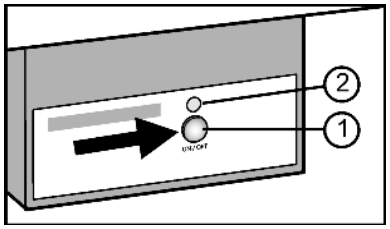

Fig. 19
▶ Нажмите и удерживайте кнопку On/Off *Fig. 19 (1)* так, чтобы светодиод *Fig. 19 (2)* загорелся.